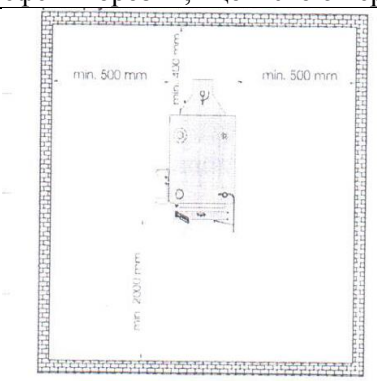

Рис. 7. **Рекомендоване розташування котла у котельні**
3) підключити трубопроводи системи безпеки відповідно до стандарту PN (рис. 7);